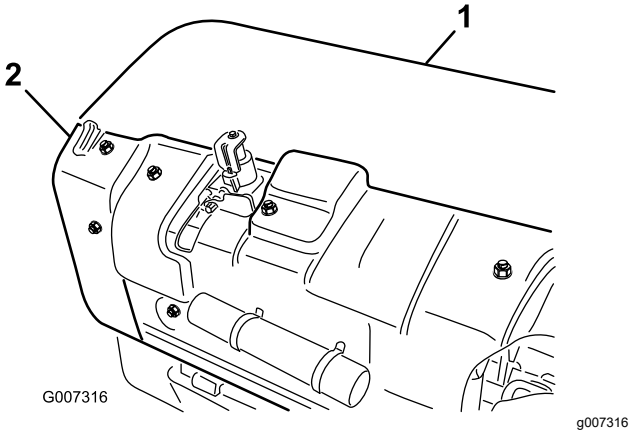

Figur 36
1. Ta bort det bakre luftarhuvudskyddet (Figur 36).
2. Ta bort skivskyddets fästbultar och ta bort skyddet (Figur 36).